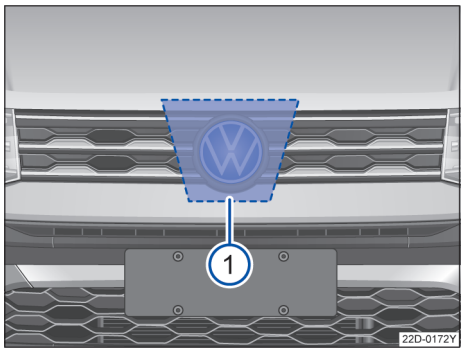

图 111 VW 标志后方的散热器格栅内：雷达传感器
为探测交通情况，VW 标志后方的散热器格栅内安装有一个雷达传感器→ 图 111 ①。因此可识别最远约 100 m 的前车。
雷达传感器前方和四周的区域→ 图 111 不得被贴签、附加大灯、牌照装饰框或其他类似物体遮盖，因为这样做可能会影响车前测距监控系统的功能。